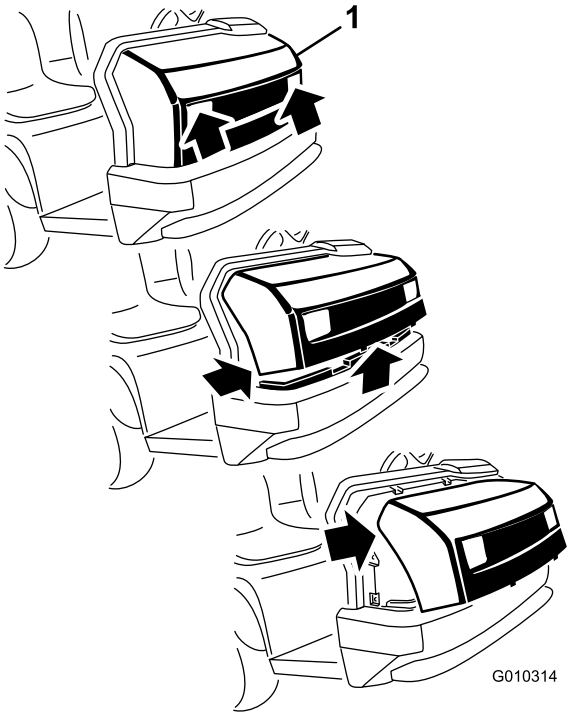

Figur 37
1. Mens du har fat i motorhjelmens forlygteåbninger, løfter du op i motorhjelmen for at frigøre de nederste monteringstapper fra stelrillerne (Figur 37).
2. Drej den nederste del af motorhjelmen opad indtil de øverste monteringstapper kan trækkes af stelrillerne (Figur 37).
3. Drej den øverste del af motorhjelmen fremad, og kobl ledningsstikkene af forlygterne (Figur 37).